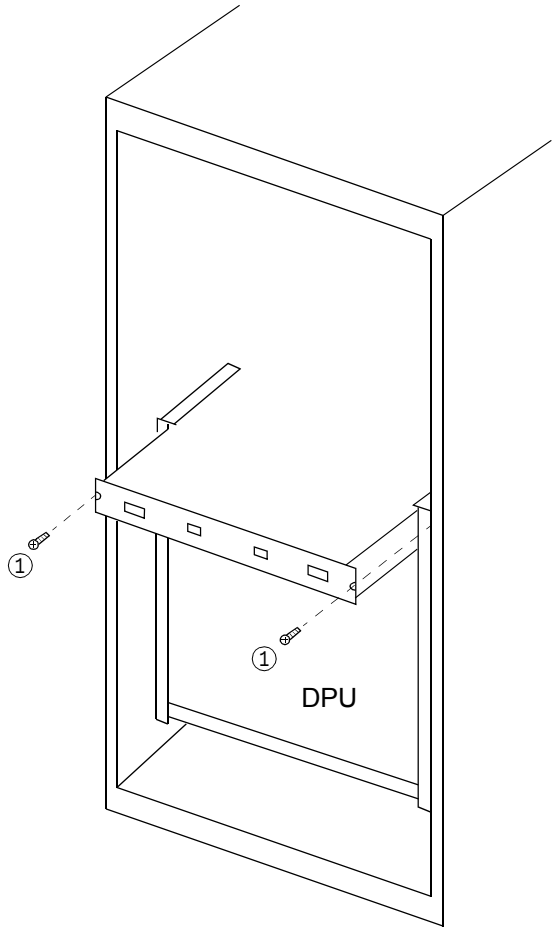

Figure 3-2 Removing the Fan Block for the DPU Unit
(1) Remove all cables connected to the fan block.
(2) Unfasten screws of the fan block (① in Figure 3-2).
(3) Pull out the fan block toward you.